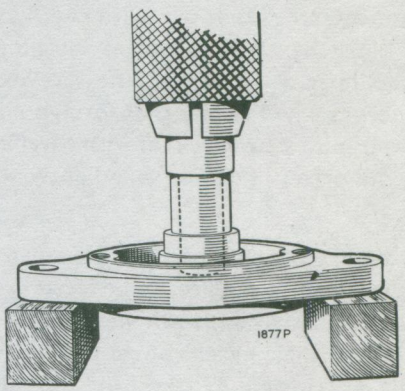

Fig. 19. *Fitting bearing bushes*
(1) Press the bearing bush out of the end bracket.
(2) Press the new bearing bush into the end bracket using a shouldered, highly polished mandrel of the same diameter as the shaft which is to fit in the bearing. (Fig. 19). Porous bronze bushes must not be opened out after fitting, or the porosity of the bush may be impaired.